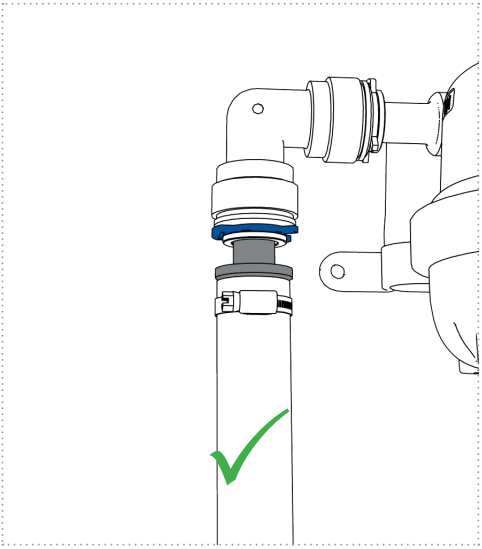

Figure 14a
6. Vérifiez que toutes les connexions sont correctement en place et que l'unité UV est rac cordée sans tension (*figures 14a et 14b*).